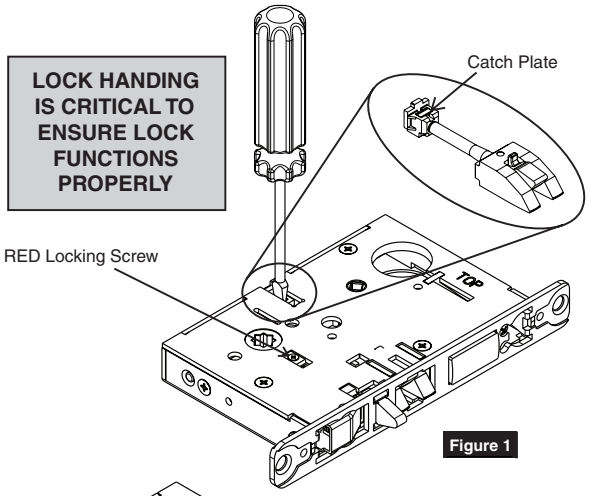

Figure 1
2. Push in latch then depress catch plate with screwdriver. (Figure 1)